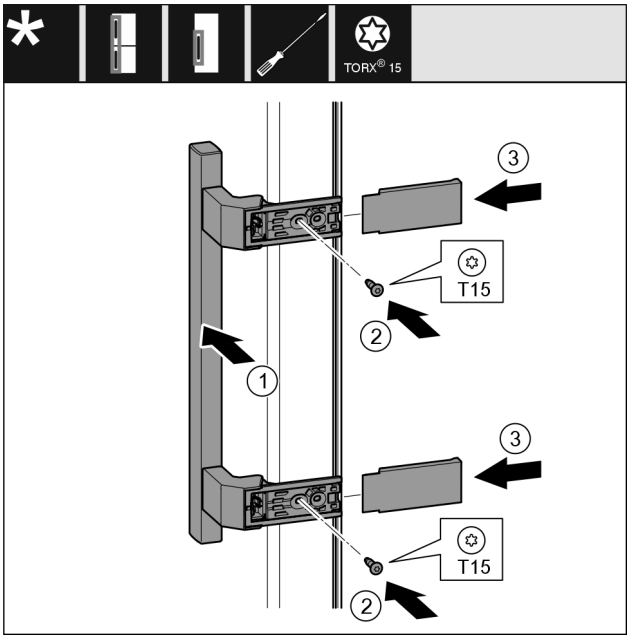

Fig. 9
- ▶ Pielieciet rokturi pretējā pusē. *Fig. 9 (1)*
- ▶ Pieskrūvējiet skrūves ar skrūvgriezi T15. *Fig. 9 (2)*
- ▶ Pielieciet un uzbīdiet sānos pārsegus. *Fig. 9 (3)*